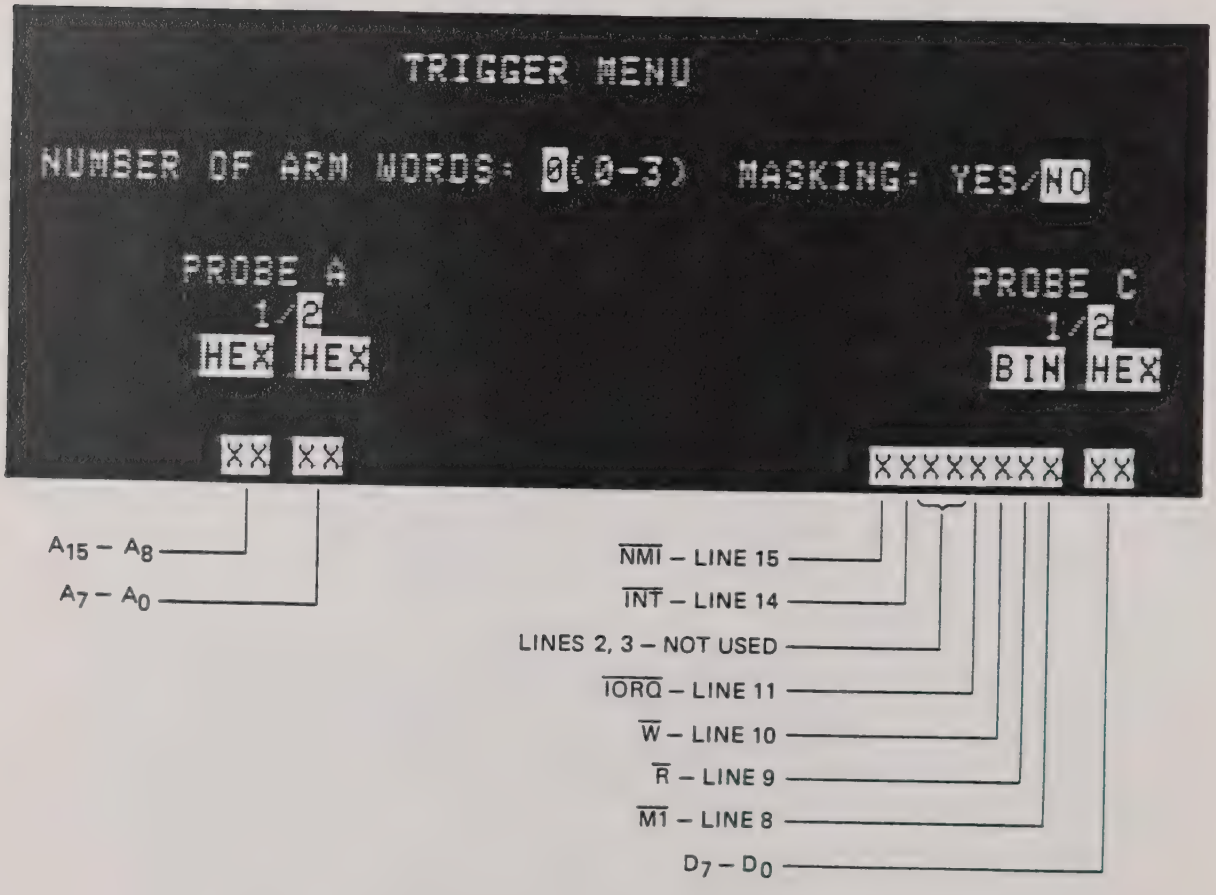

Figure 9.15 - Input A and C Signal Line Designations for the Z80 Disassembler on Trigger Display
9.9.1.1.1 **Input and Triggering Connections** - the 8-bit microprocessor probe plugs into front-panel Inputs A and C. The Z80 probe collects and routes Z80 microprocessor information to the analyzer for capture and subsequent display on the analyzer's CRT screen. The information collected includes Address, Data, $\overline{M1}$ (Machine Cycle One) $\overline{R}$, $\overline{W}$, $\overline{IORQ}$ (Input/Output Request), $\overline{NMI}$ (Non-Maskable Interrupt) and $\overline{IRQ}$ (Interrupt Request) data. Figure 9.15 illustrates a typical trigger menu display showing the equivalent signal lines for Inputs A and C for the Z80 microprocessor. Specific triggering conditions including inputs for address, data and control can now be set up.